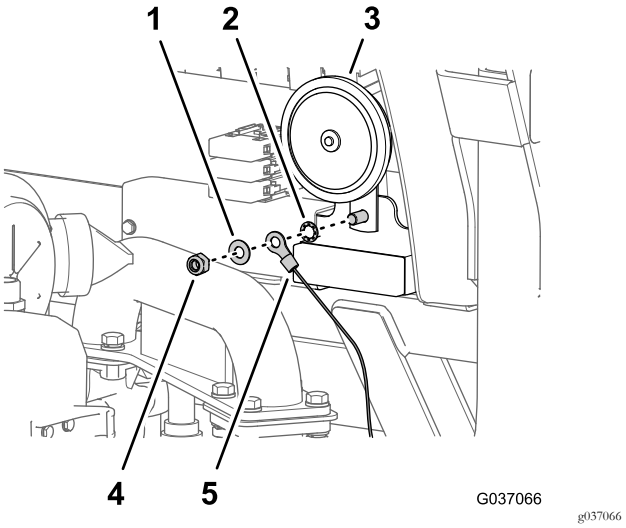

Bild 33
1. Entfernen Sie an der Rückseite des Schotts die Sicherungsmutter und Scheibe, mit denen die Hupe an der elektrischen Platte befestigt ist (Bild 33).
2. Befestigen Sie die Sicherungsmutter, Scheibe und den Kabelschuh des Relaiskabelbaums und die Sicherungsscheibe an der Schraube, wie in Bild 33 abgebildet, und ziehen Sie die Mutter und Schraube mit 23 bis 28 N·m an.